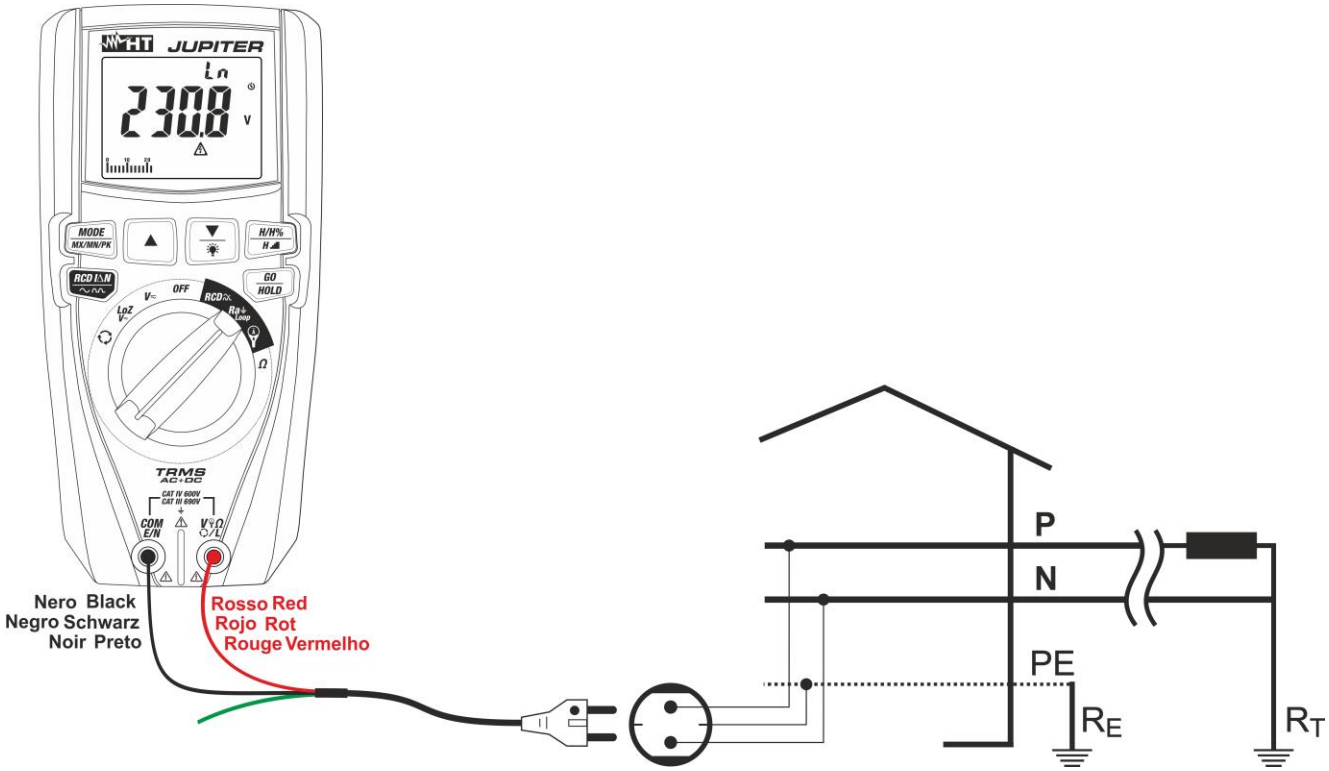

Fig. 25: Uso do instrumento para medir a impedância Loop L-N com cabo com ficha Schuko
7. **Para medição do Loop L-N** no caso de usar um cabo com ficha shuko inserir o condutor vermelho no terminal de entrada **VΩL** e o condutor preto no terminal de entrada **COM/E/N** e ligar o instrumento à instalação em exame (ver Fig. 25). O valor da tensão Fase-Neutro é apresentado no display.